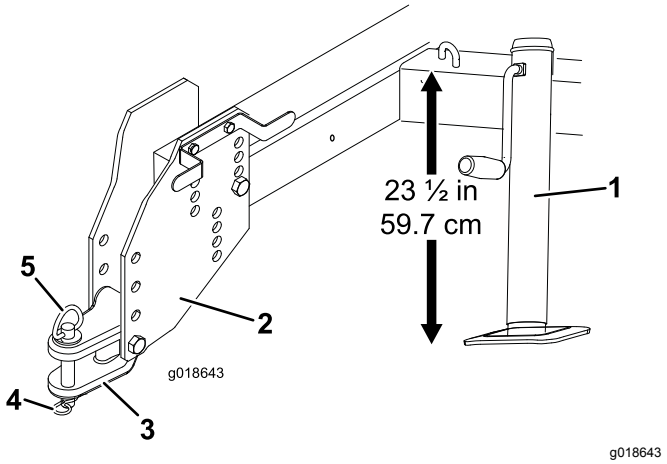

Figur 3
3. Juster jekken slik at avstanden fra toppen av rammen til bakken er 59,7 cm (Figur 3).
- Fjern boltene og låsemutterne som fester festearmen til festeplatene (Figur 3).
6. Fest festearmen til trekkenheten med festetappen og ringstiften (Figur 3).